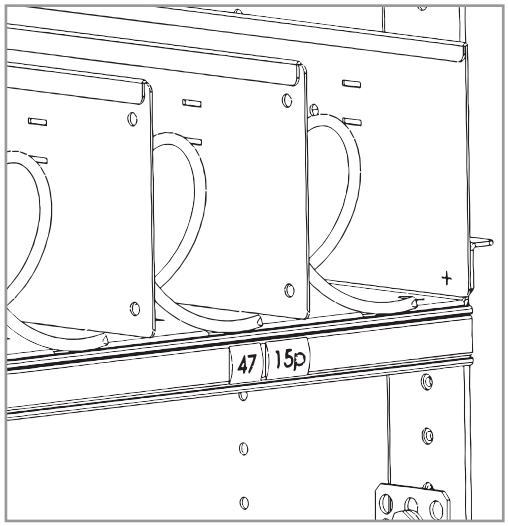

Рисунок 11 - Установка ценников
- Установите цены в жёлобы для ценников (см.рис.11).